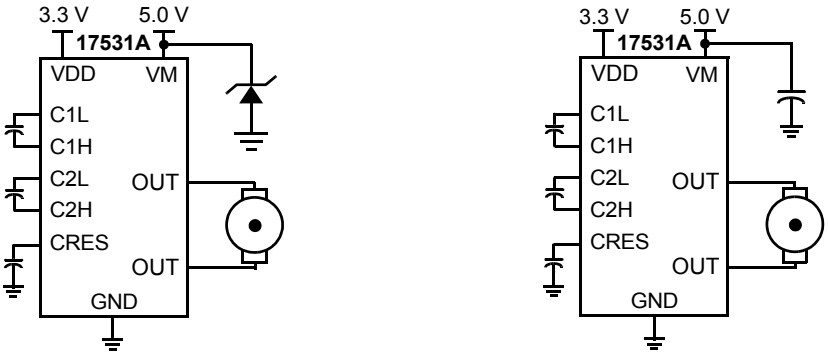

Figure 8. CEMF snubbing techniques
Care must be taken to protect the IC from potentially damaging CEMF spikes induced when commutating currents in inductive loads. Typical practice is to provide snubbing of voltage transients via placing a capacitor or zener at the supply pin (VM) (see Figure 8).